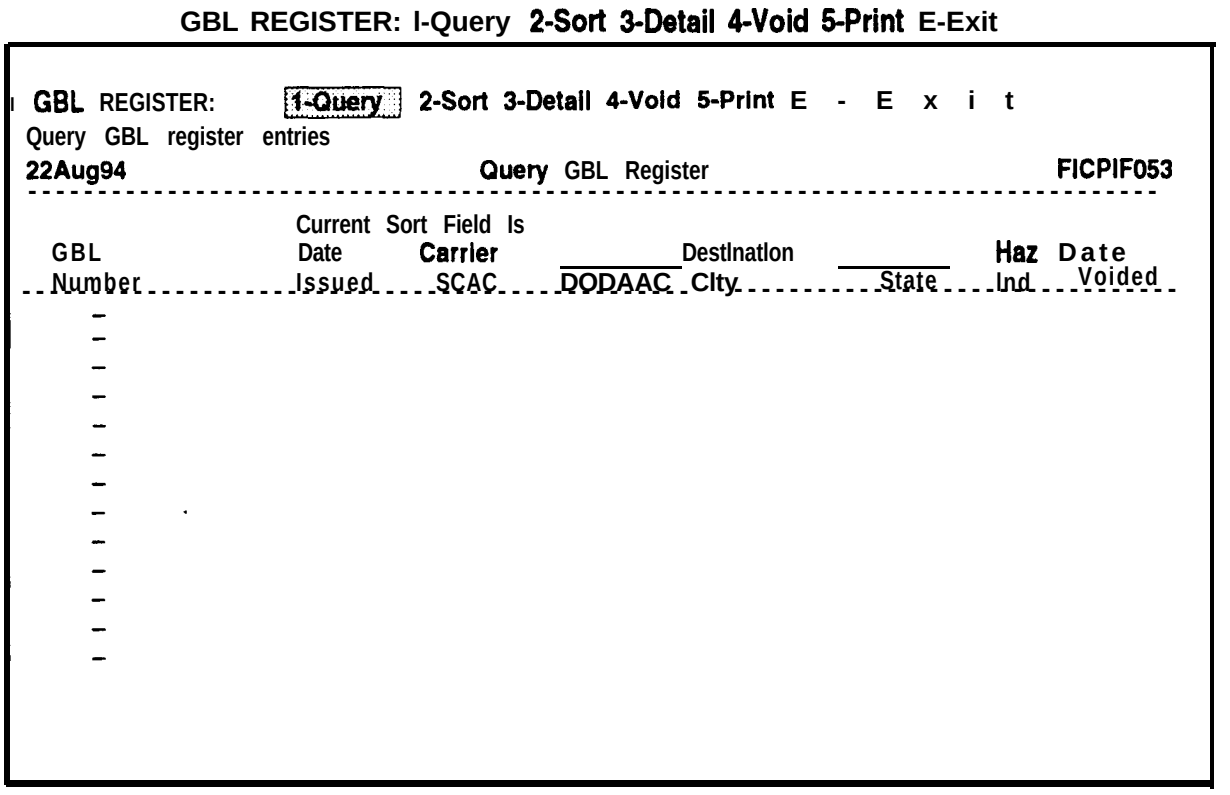

Figure 11-68. Query GBL Register Screen
c. From the GBL Functions menu, select **GBL Register** and the Query GBL Register screen will be displayed as shown in Figure 11-68, with the GBL REGISTER: ring menu at the top: